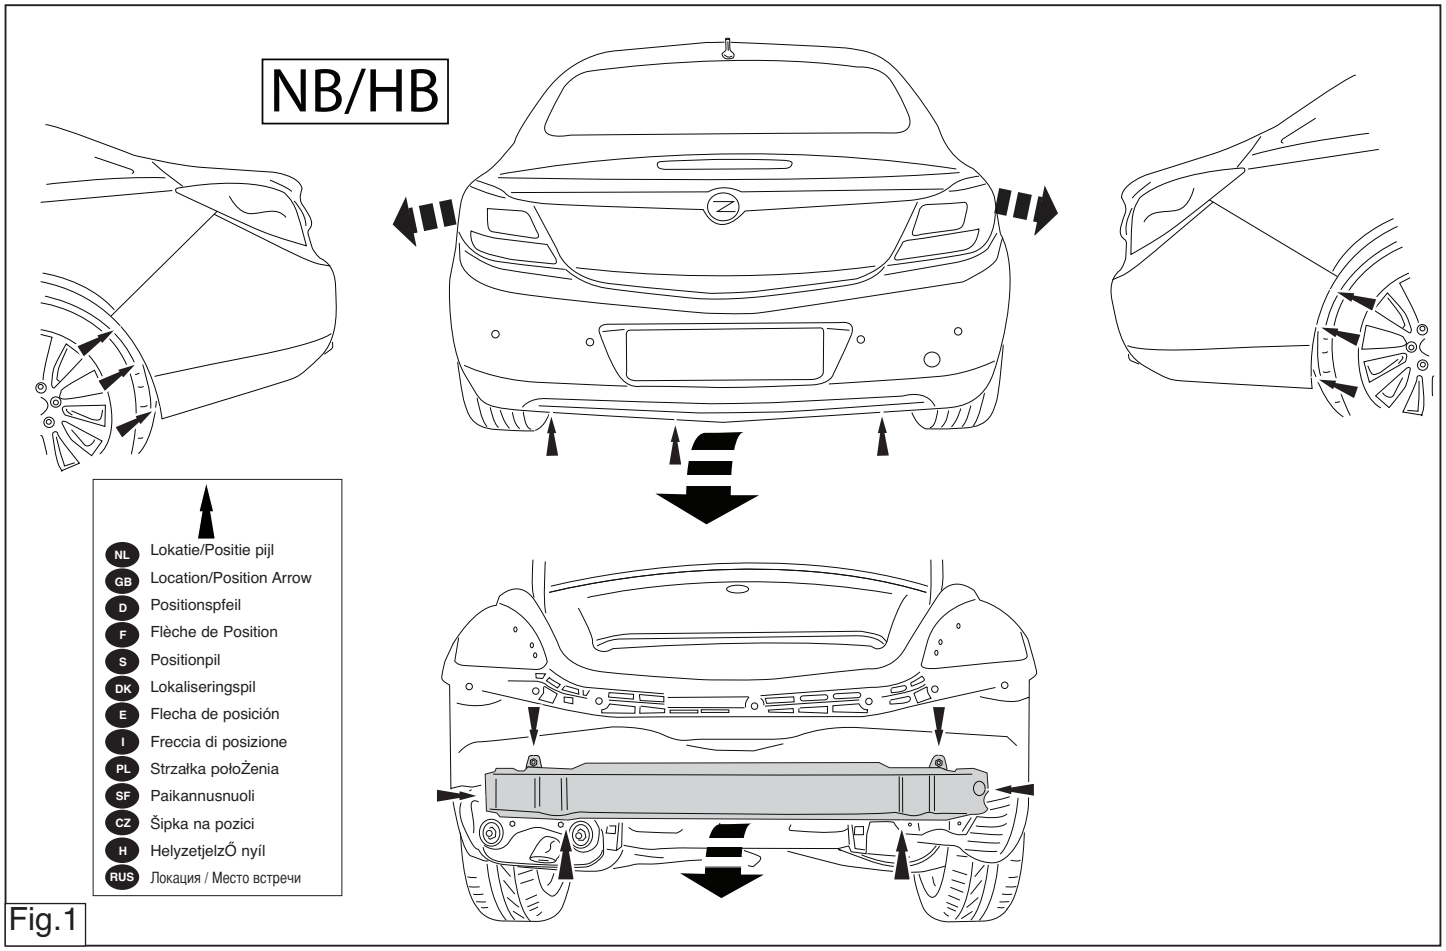

Fig.1
2. Remove the bumper and the steel buffer beam from the vehicle. The buffer beam will no longer be needed. See figure 1 + 1a.
2. Die Stoßstange einschließlich des stählernen Stoßbalkens vom Fahrzeug abmontieren. Der Stoßbalken wird nicht mehr benötigt. Siehe Abbildung 1 + 1a.
2. Déposer le pare-chocs du véhicule y compris la traverse en acier la traverse ne sera plus utilisée. Voir la figure 1 + 1a.
2. Demonter kofangeren, inklusive køretøjets stålstødbjælke. Denne bliver overflødig. Se fig. 1 + 1a.
2. Снять бампер вместе со стальным буферным брусом автомобиля буферный брус больше не понадобится. См. рисунок 1 + 1a.